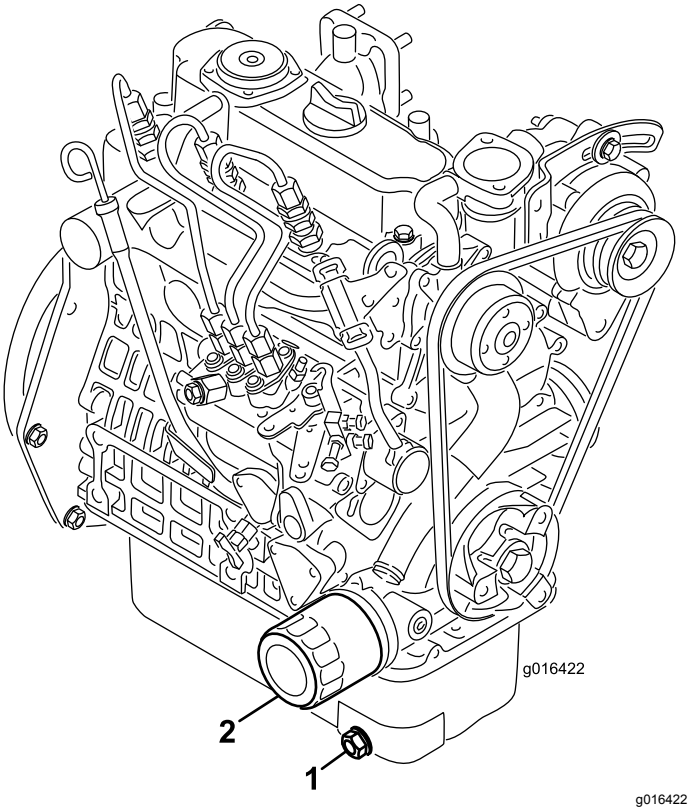

Figuur 36
1. Verwijder de aftapplug (Figuur 36) en laat de olie in een opvangbak lopen. Als er geen olie meer naar buiten stroomt, plaatst u de aftapplug terug.